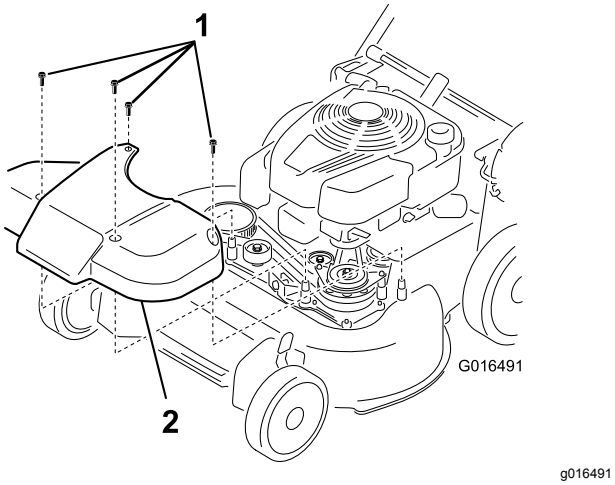

Figuur 38
1. Verwijder het deksel van het mesaandrijfsysteem (Figuur 38).